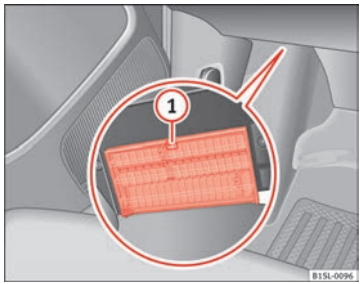

Fig. 150 Sous la planche de bord, côté conducteur : cache du boîtier de fusibles.
- *Ouverture* : appuyez sur le levier de verrouillage ⇒ fig. 150 (1) jusqu'à ce que le couvercle puisse s'ouvrir.
- *Fermeture* : rabattez le couvercle vers le haut dans le sens contraire à la flèche jusqu'à ce qu'il s'encastre de manière audible sur le levier de verrouillage (1).